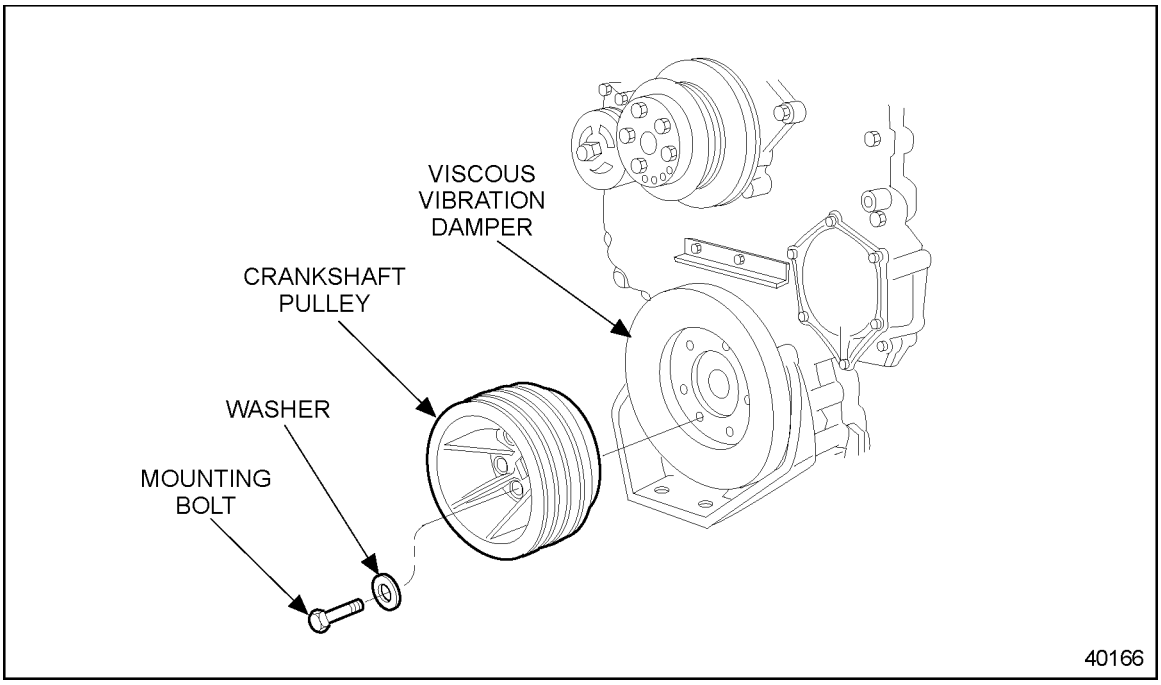

Figure 1-238 Crankshaft Pulley Mounted Directly to the Crankshaft
7. Install four new special crankshaft pulley-to-crankshaft attaching bolts with hardened washers installed, through the pulley and damper and into the crankshaft. Finger tighten the bolts. See Figure 1-238.